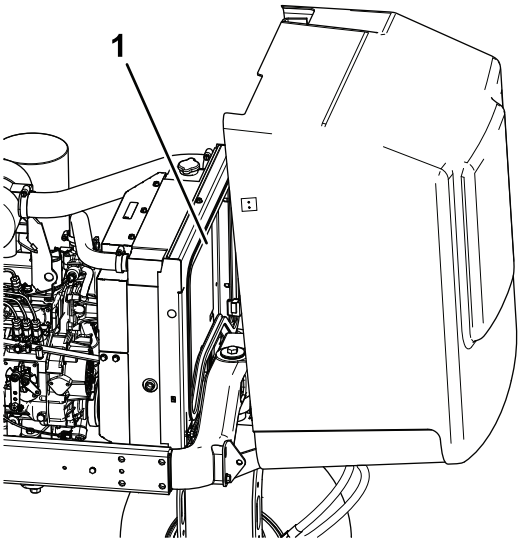

Figur 68
5. Rengør begge sider af køleområdet grundigt med vand eller trykluft (Figur 68).